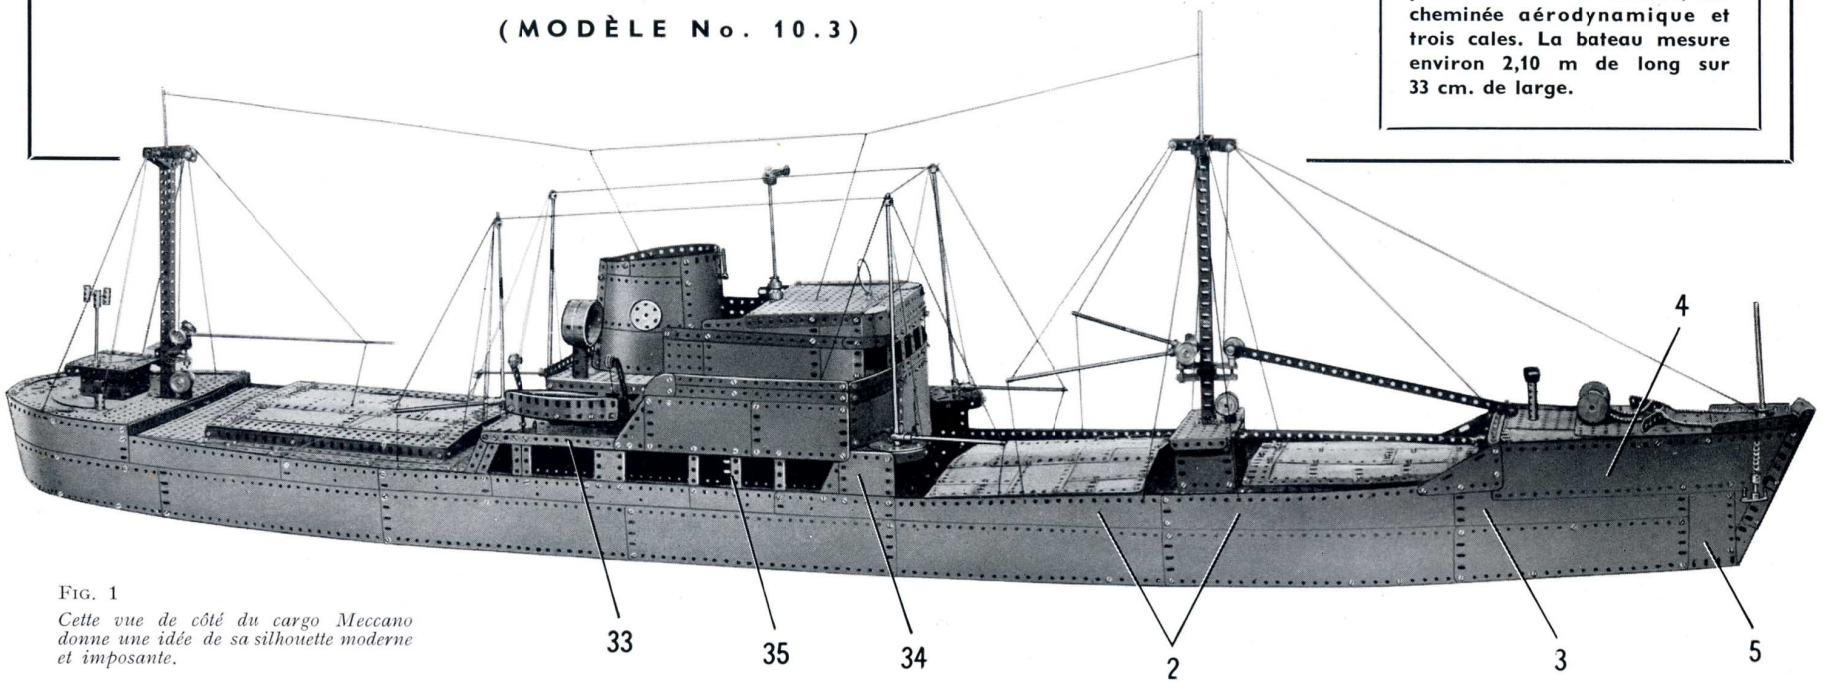

FIG. 1
Détails de construction : la coque (Fig. 1,3, 4 et 5)
La partie inférieure de chacun des côtés de la coque est constituée par une plaque-bande de 19 trous et six plaques-bandes de 25 trous boulonnées bout à bout. Ces plaques sont renforcées sur leurs bords inférieurs par des bandes de 25 trous à l'avant et à l'arrière, et par une cornière de 49 trous (1) (fig. 5) au centre. Les plaques-bandes du centre sont prolongées vers le haut par six plaques flexibles de 14×4 cm., et vers l'avant deux plaques-bandes de 25 trous (2) sont fixées en oblique (fig. 1) et sont prolongées vers l'avant par une plaque-bande de 19 trous (3). Une autre plaque-bande de 25 trous (4) et une plaque flexible triangulaire de 9×5 cm. sont fixées sur les plaques (2) et (3) comme le montre la figure. Une plaque flexible de 14×6 cm. (5) est boulonnée verticalement aux extrémités avant des plaques-bandes de 19 trous.